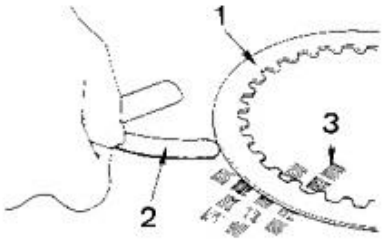

FIG. 20
- La planéité des disques lisses en métal : poser le disque (fig.20, repère 1) sur une surface parfaitement plane (repère 3) et glisser une cale d'épaisseur (repère 2) entre la surface et le disque.